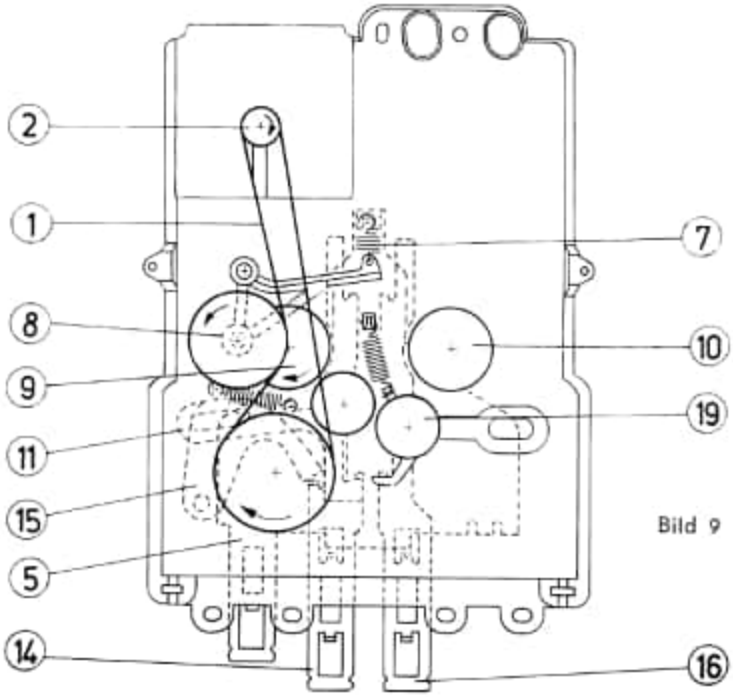

Bild 9
6.1. FUNKTION „AUFNAHME UND WIEDERGABE" (Bild 9)